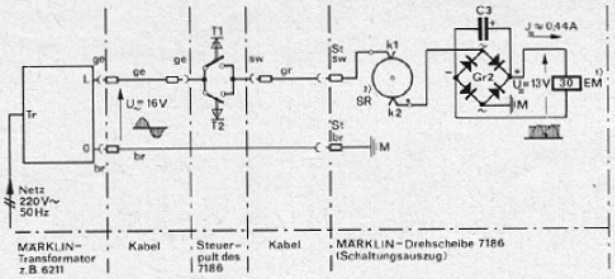

Abb. 3 Schaltung mit Gleichrichter und Kondensator, im Drehbühnenhaus untergebracht
3. Gleichrichterschaltung im Drehbühnenhaus (Abb. 3 . . . 6)